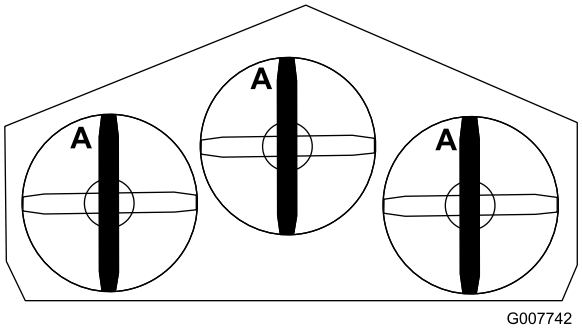

Figur 54
1. Drej skæreknivene, indtil enderne vender fremad og bagud (Figur 54).